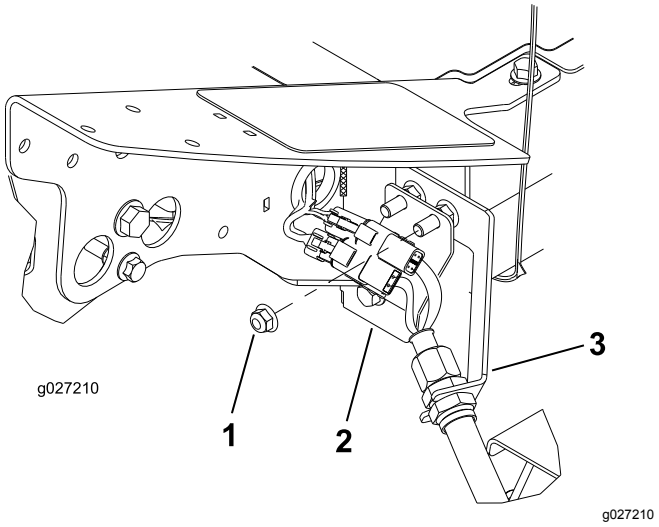

Figur 12
1. På fremre venstre hjørne av rammen (ved klippeenhet nr. 4) fjerner du den ekstra flensmutteren fra bolten som fester skilleveggbraketten på maskinen (Figur 12).
3. Sett koblingsplaten på skilleveggens monteringsbolter med koblingene plassert som vist i Figur 12.